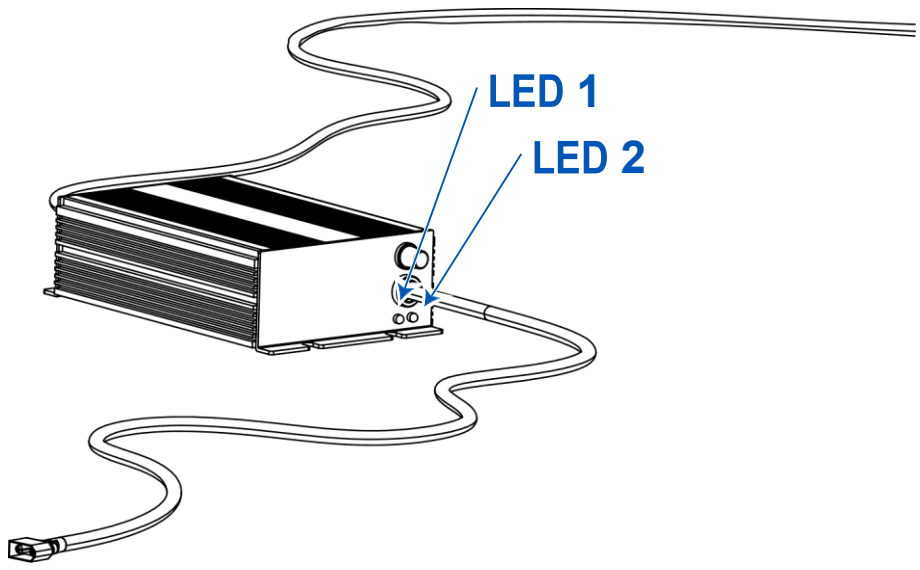

Fig. 38
1. Debe enchufar el cable del cargador a la red doméstica (Fig. 37a). En este punto, el LED 1 del cargador estará en color rojo y el LED 2 en color verde (Fig. 38).